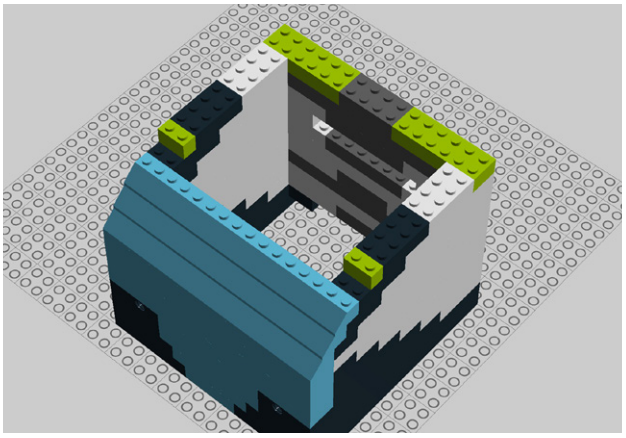

Figure 9-51. *Step 46: Adding two 2x1 and two 2x6 bricks*
46. Add two 2x1 and two 2x6 bricks (Figure 9-51).